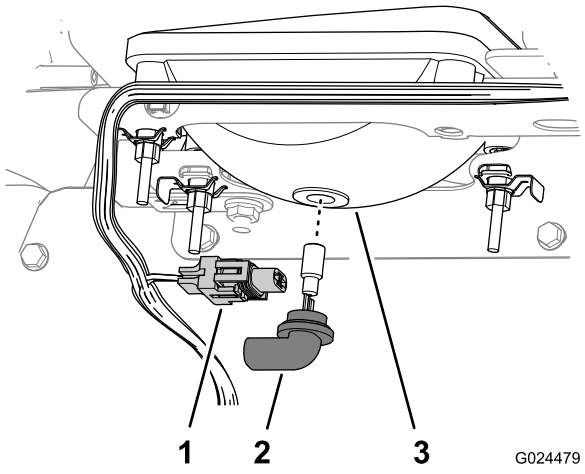

Figur 39
3. Frakoble den elektriske forbindelsen for nettet fra koblingsstykket til pæreenheten på baksiden av frontlyshuset (Figur 39).
4. Vri pæreenheten 1/4 omdreining mot klokken og flytt den bakover, ut av frontlyshuset (Figur 39).
5. Sett på den nye pæreenheten og frontlyshuset, og juster tappene i pæreenheten med sporene i frontlyshuset (Figur 39).
6. Fest pæreenheten ved å vri den 1/4 med klokken (Figur 39).
7. Tilkoble den elektriske forbindelsen for nettet til koblingsstykket til den nye pæreenheten (Figur 39).